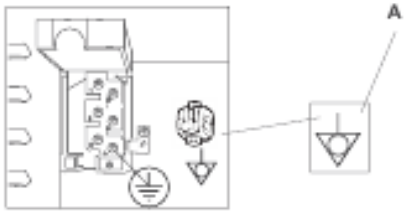

рис.5
- Печь должна быть включена в эквипотенциальную систему. Подсоединение осуществляется при помощи провода 2 с поперечным сечением как минимум 10 мм^2, подсоединенным к разъему силовой платы (A-рис. 5), отмеченному символом расположенному на нижней панели прибора.